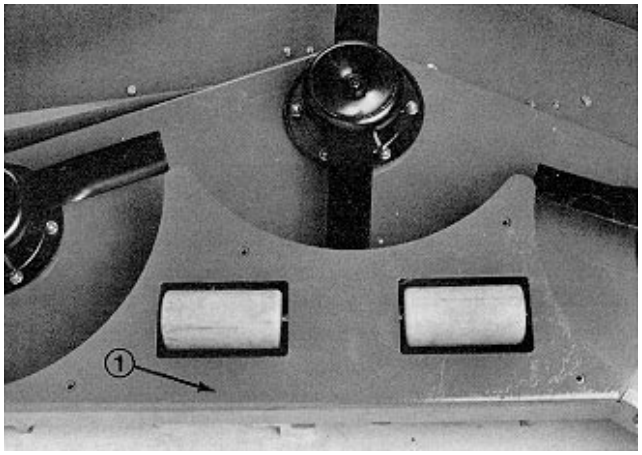

Figure 11
6. Using deflector as a template, mark and drill (3) 11/32" dia. holes thru deck.
7. Secure deflector to deck with (3) 5/16−18 x 5/8" lg. capscrews and 5/16−18 locknuts.
9. Using existing holes, mount rear shelf to deck with (4) 3/8−16 x 1" lg. capscrews and 3/8 lockwashers (Fig. 11).